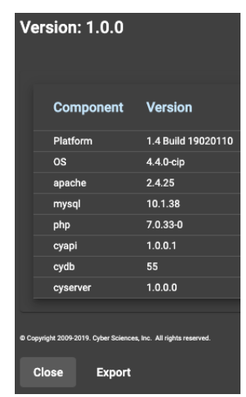

Figure 17. System Button
- **Version:** View the software version of the Event Manager. *(figure 17)*